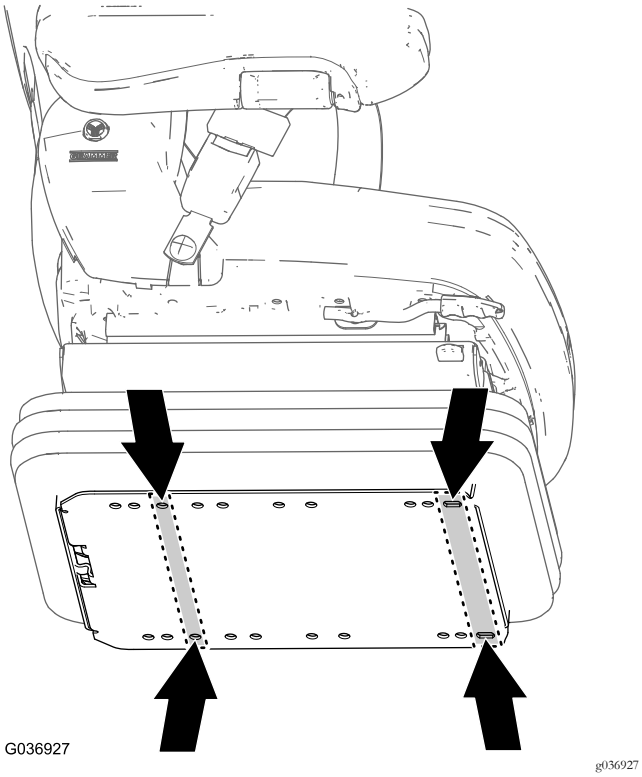

Figure 13
1. At the bottom plate of the new seat, locate the seat-mounting holes for your machine (Figure 13).